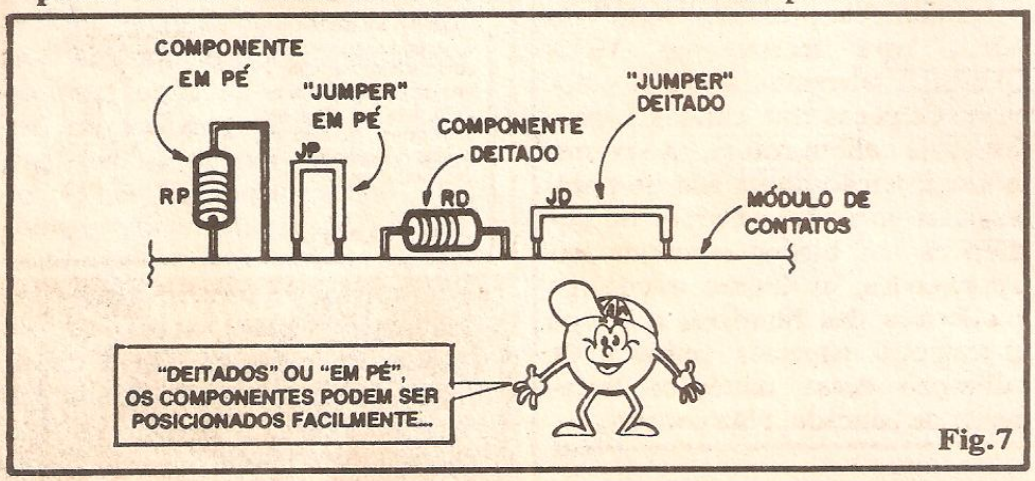

Fig.7
- **FIG. 7** - AS "POSIÇÕES" REAIS, DE COMPONENTES E **JUMPERS** - Com relação à superfície da Matriz de Contatos, a posição dos componentes (e também dos próprios e inevitáveis **jumpers...**) adotam as mesmas normas aplicadas à uma montagem em Circuito Impresso: tudo pode ser colocado "em pé" ou "deitado", dependendo unicamente das próprias dimensões dos componentes, afastamentos e dimensões dos seus terminais, distância das colunas de **tie points** utilizadas, etc. A figura mostra